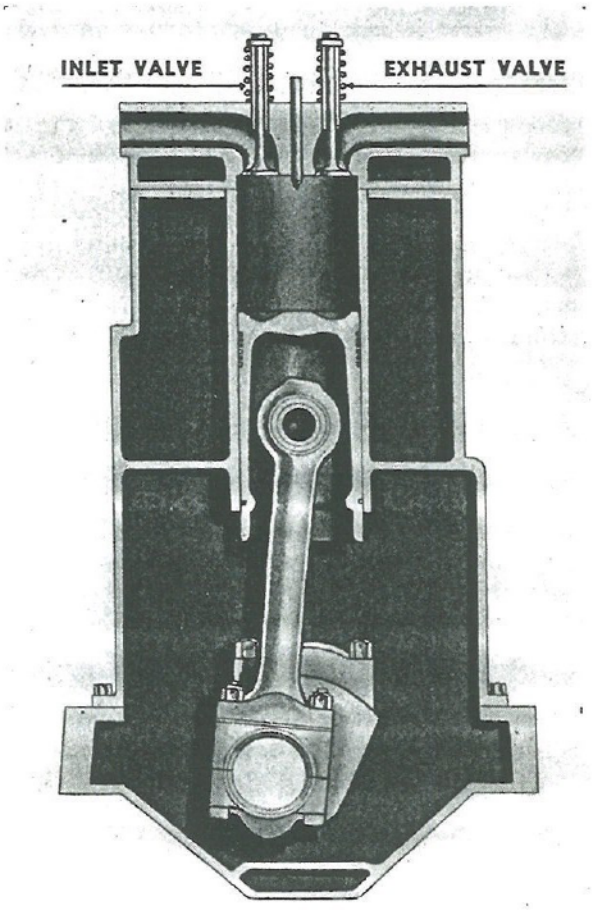

Fig. 5. Piston on Compression Stroke
b. Compression Stroke. When the piston reaches the bottom, as shown in Fig. 5, it has drawn in a large amount of air, and the intake valve closes while the exhaust valve remains